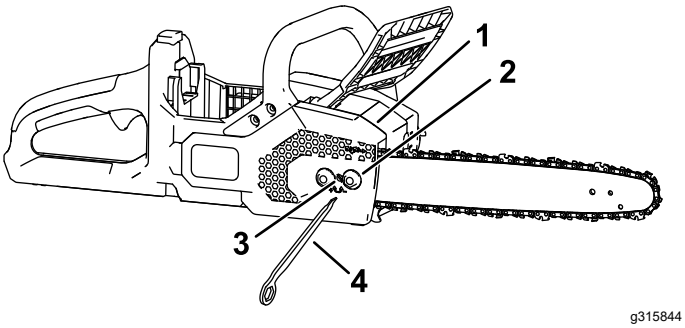

Figur 28
5. Lossa huvmuttrarna på sidoskyddet med hjälp av det inbyggda multiverktyget, men ta inte bort skyddet (Figur 28).
7. Med hjälp av det inbyggda multiverktyget justerar du kedjespänningen och fäster sedan sidoskyddet på motorsågen genom att dra åt huvmuttrarna (Figur 28).
2. Ta bort sidoskyddet genom att lossa de två låsmuttrarna som fäster skyddet (Figur 28).
3. Lossa kedjan genom att vrida skriven för kedjespänning moturs (Figur 28).